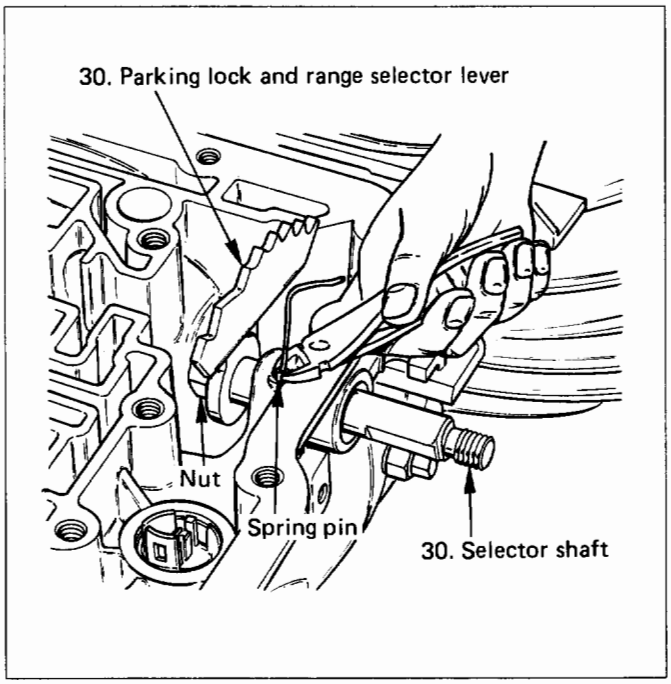

Fig. 7A-37
30. Parking lock and selector lever assembly (Fig. 7A-38)